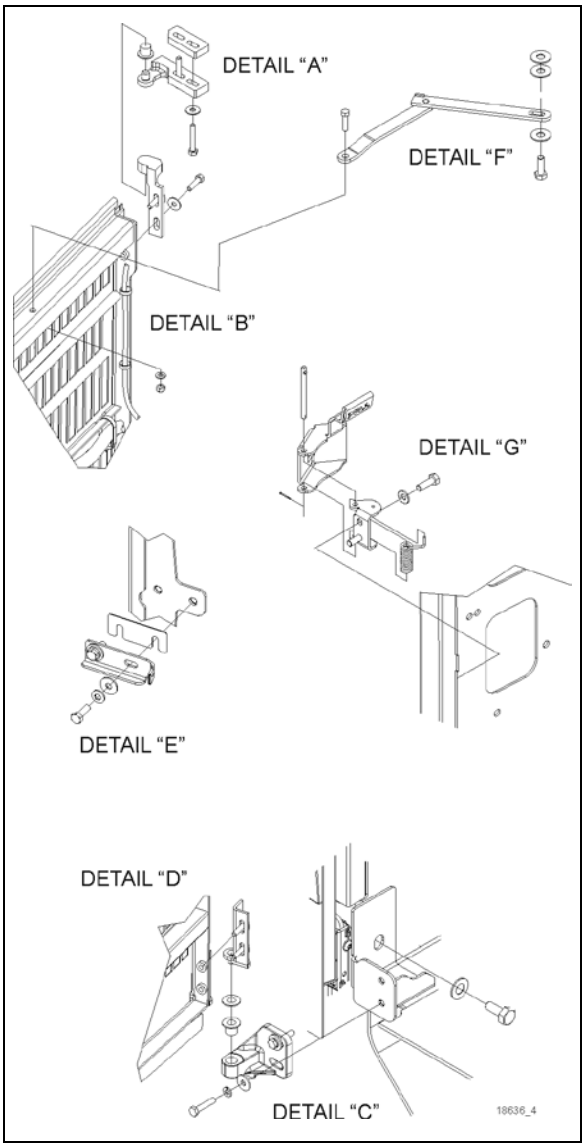

**FIGURE 65: RADIATOR DOOR DETAILS**
1. Loosen the bolts, (“A” & “C”, Figure 65) holding the hinge to the vehicle structure to shift the door "LEFT or RIGHT".
2. Loosening the bolts (“B” and “D”, Figure 65) allows the door to be shifted "UP or DOWN".
To adjust the latch mechanism ("E" and "G", Figure 65) and the striker pin:
1. Open the door and slightly loosen the latch tab ("E", Figure 65).